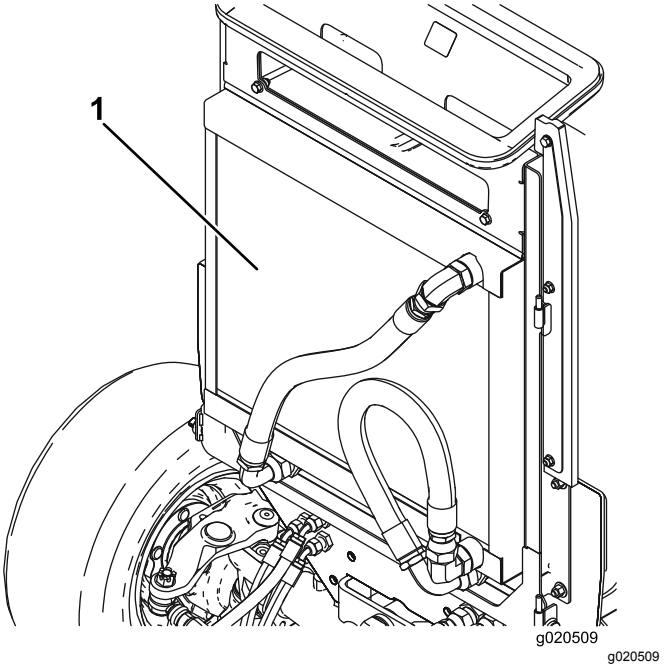

Figur 79
3. Rengjør begge sidene av oljekjøleren og radiatoren (Figur 79) grundig med trykkluft. Start fra forsiden og blås rusk ut mot bakdelen. Rengjør så fra baksiden og blås ut mot fremre ende. Gjenta prosedyren flere ganger til alt rusk er borte.